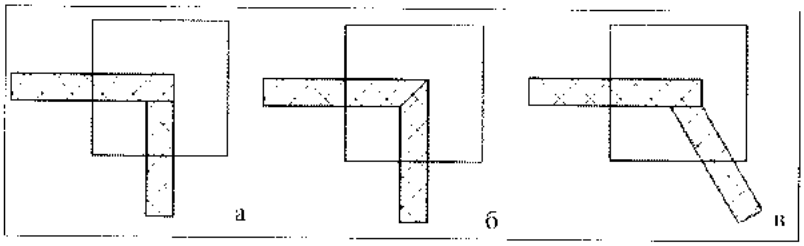

Рис. 15.13. *Типы примыканий стен*
3. В строке параметров выбрать тип примыкания (рис. 15.13): *Butt* (Встык) – создается стык между стенами; *Miter* (Угол) – угловое соединение между стенами. Можно создавать примыкания до двадцати стен; *Squared off join* (Прямоугольное примыкание) – прямоугольный конец стены. Эта опция недоступна для стен, соединенных под прямым углом.